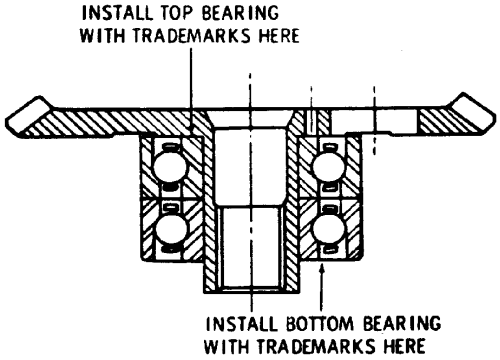

Figure 14. Compressor Side Gear Installation
i. Install the front half of the inner race on the extension shaft and seat it against the rear half of the inner race. Ensure the inner race is seated. (See figure 14)